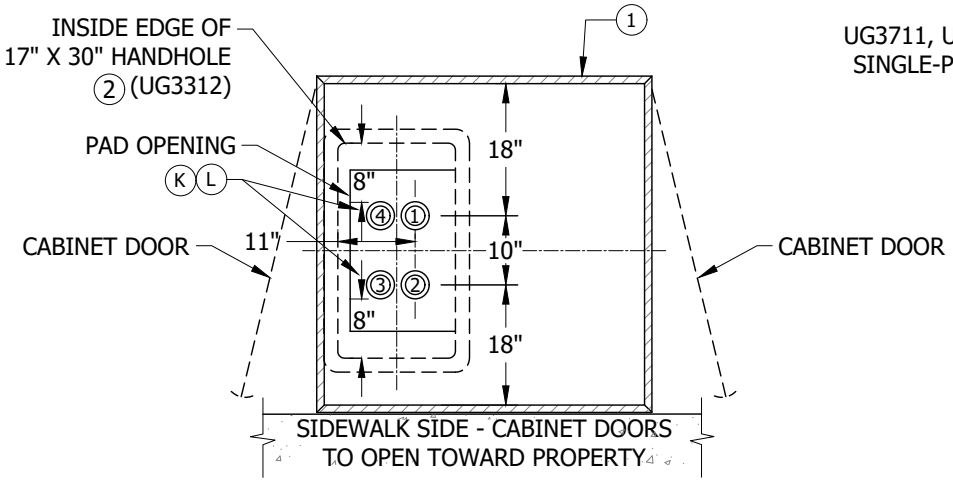

FIGURE 8
(K) THE MAXIMUM PRIMARY CONDUITS ALLOWED ARE ULTIMATE 4 RUNS OF 4-INCH CONDUIT AS SHOWN IN FIGURE 8.
(L) SET PAD LEVEL TO FINAL GRADE AND INSTALL EQUIPMENT GROUND. TERMINATE CONDUITS 3 INCHES ABOVE BOTTOM OF HANDHOLE. INSTALL CONDUITS AS SHOWN IN FIGURE 8, 9 AND 10.